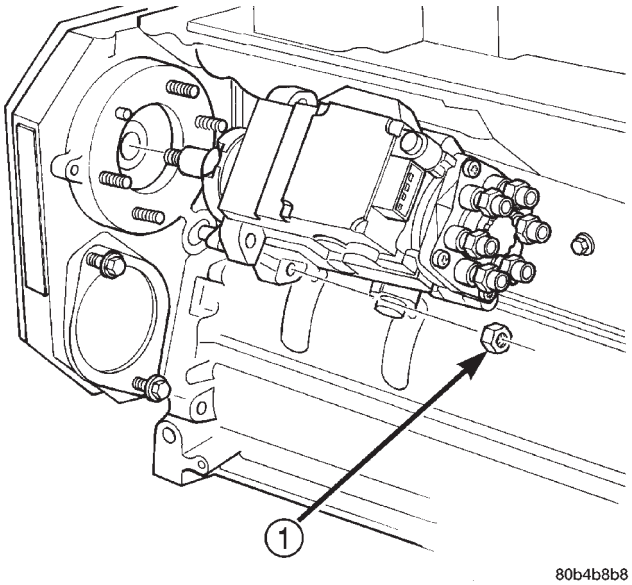

Fig. 39 Injection Pump Mounting Nuts
(15) Remove 4 injection pump-to-gear housing mounting nuts (Fig. 39).